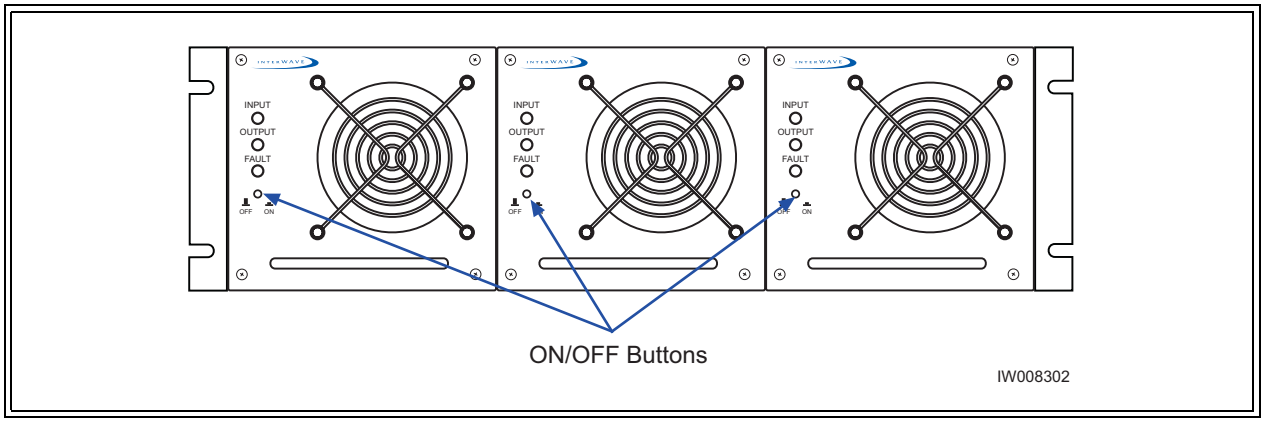

Figure 2-8 Power Supply ON/OFF Buttons
2. Make sure that the power button located on all power supply modules is in the raised OFF position. See Figure 2-8 for the location of the power supply power buttons.